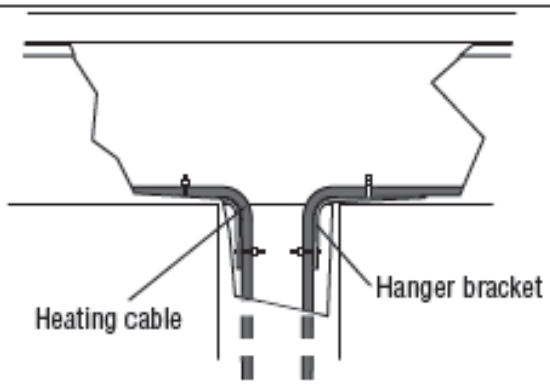

Figure 11 Hanger brackets
- Use DRCK Hanger Brackets at the gutter/downspout transition to protect the heating cable from fraying and from damage from sharp edges and to provide strain relief as shown in Figure 11. Refer to the DRCK kit instructions for installation details.